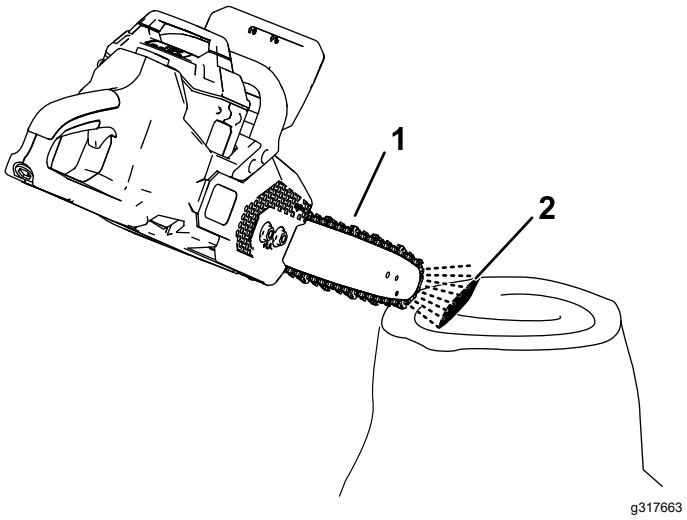

Figur 26
2. For å sjekke at oljen strømmer til kjeden, kan du peke tuppen av motorsagen noen centimeter fra en overflate (f.eks. papir, papp, trestubbe) og kjøre motorsagen. Du skal kunne se en lett spray av olje på overflaten (Figur 26).